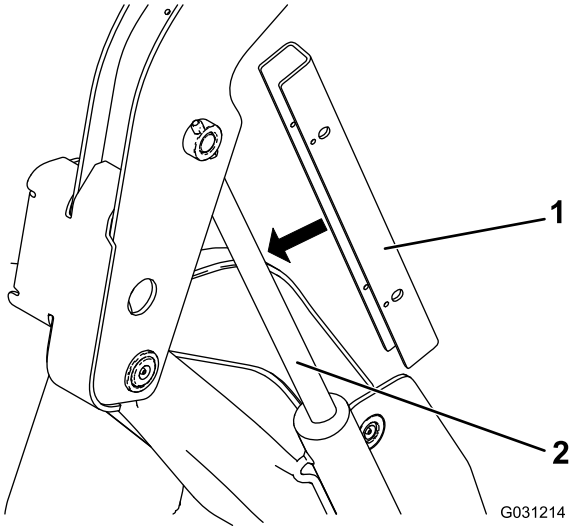

**Rysunek 35**
5. Nałóż blokadę siłownika na tłoczysko siłownika podnoszenia (Rysunek 35).